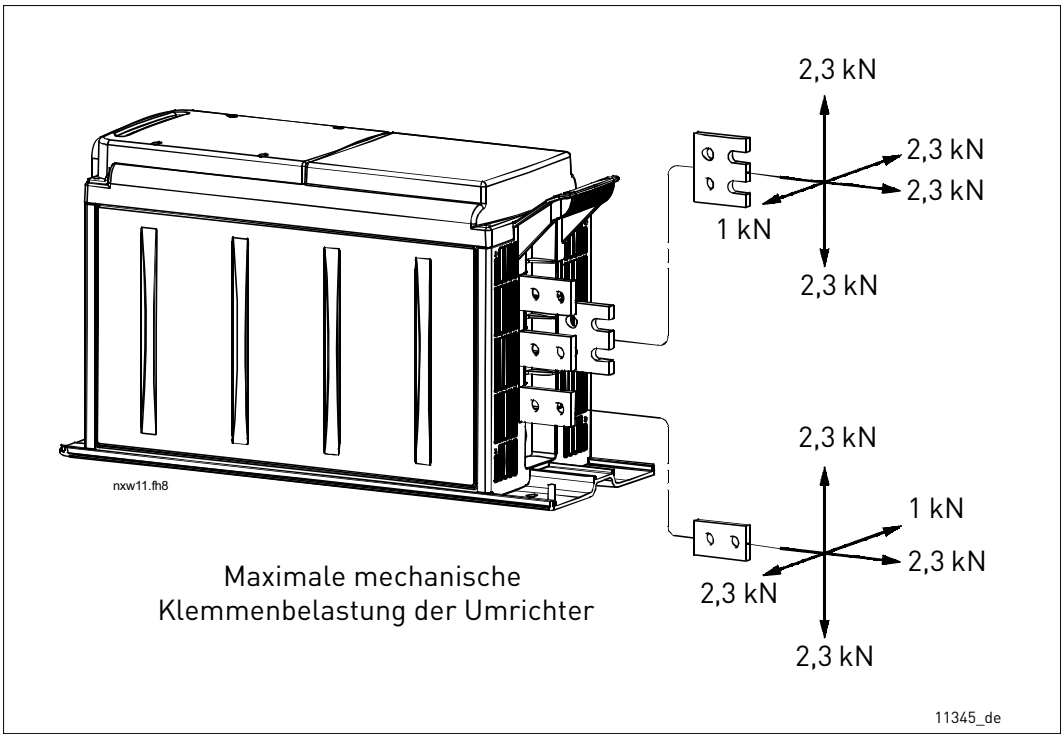

Abbildung 54. Maximale mechanische Belastung der Klemmen
- Berücksichtigen Sie die maximale Klemmenbelastung in Abbildung 54.
Um eine übermäßige mechanische Belastung an den Sammelschienenklemmen der Wechselrichter mit oben liegender DC-Stromversorgung (CH61–CH64) zu vermeiden, schließen Sie die Kabel an flexiblen Sammelschienen an. Siehe hierzu die untenstehende Abbildung. Die maximale mechanische Belastbarkeit ist in Abbildung 54 dargestellt.